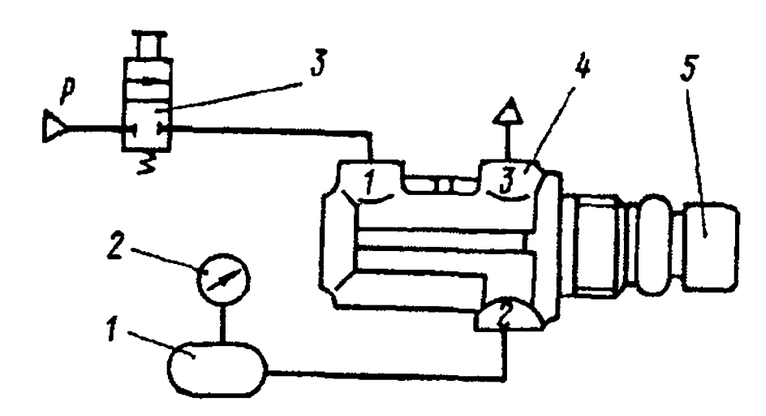

Рис. 332. Схема подключения крана аварийного растормаживания:
1. Подключите прибор *4* по схеме, изображенной на рис. 332.